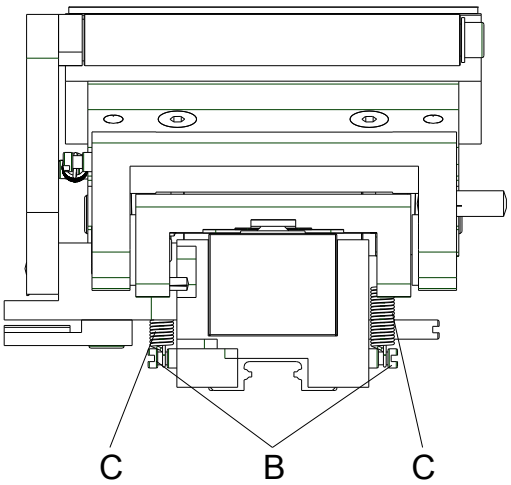

Figura 19
2. Rimuovere le due molle di tensione (C, Figura 19) dal supporto (B, Figura 19), con l'aiuto di una pinzetta.